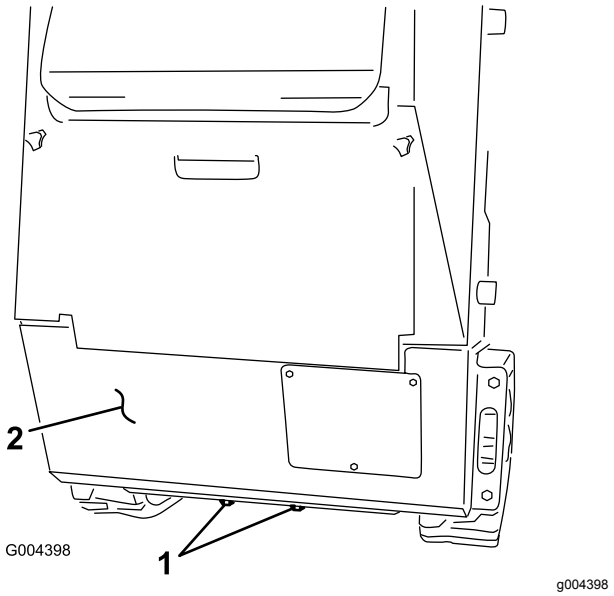

Rysunek 2
1. Sprawdź i dokręć 2 dolne śruby mocujące dolny tylny panel do ramy (Rysunek 2)